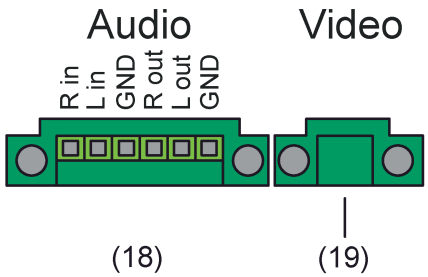

Bild 5: Anschlussklemme für Audioverbindungen
- Netzspannung **L** und **N** an Klemme (16) anschließen.
- KNX Busleitung an Klemme **BUS** (14) anschließen.
- Optional: Audio-Geräte an Klemme (18) anschließen (Bild 5).